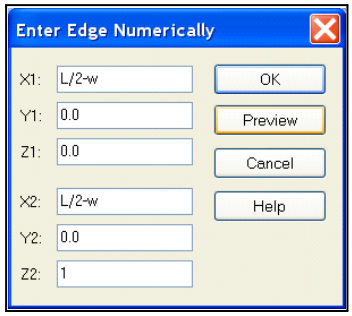

Figure 6 - Coordinations of rotation axis.
7. Choose 'Rotate', press 'ESC' and then define a rotation axis numerically, as shown in Figure 6.